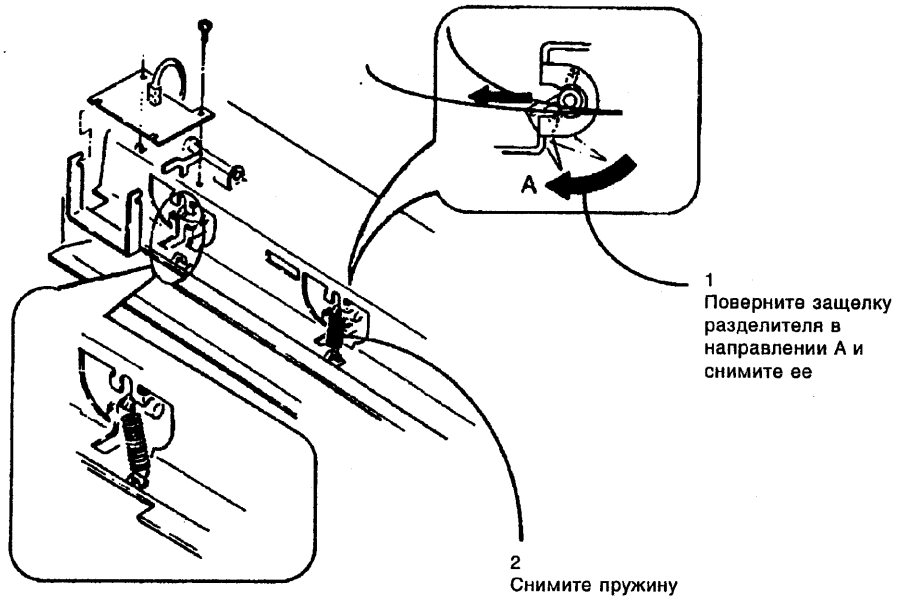

Рисунок 1. Снятие защелки разделителя
2. (рис. 1) Снимите защелку разделителя.